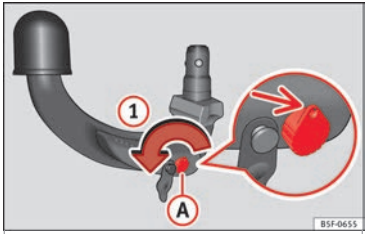

Fig. 223 Step 1.
- Turn the key in the direction of arrow (1) until the part of the key with the holes reaches the top position ››› **Fig. 223** (arrow).